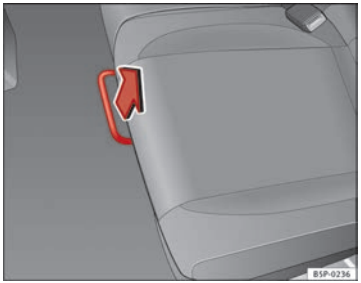

Fig. 96 For unlocking the rear seat
– In the seated position, unlock the lever in the direction of the arrow ⇒ Fig. 96.